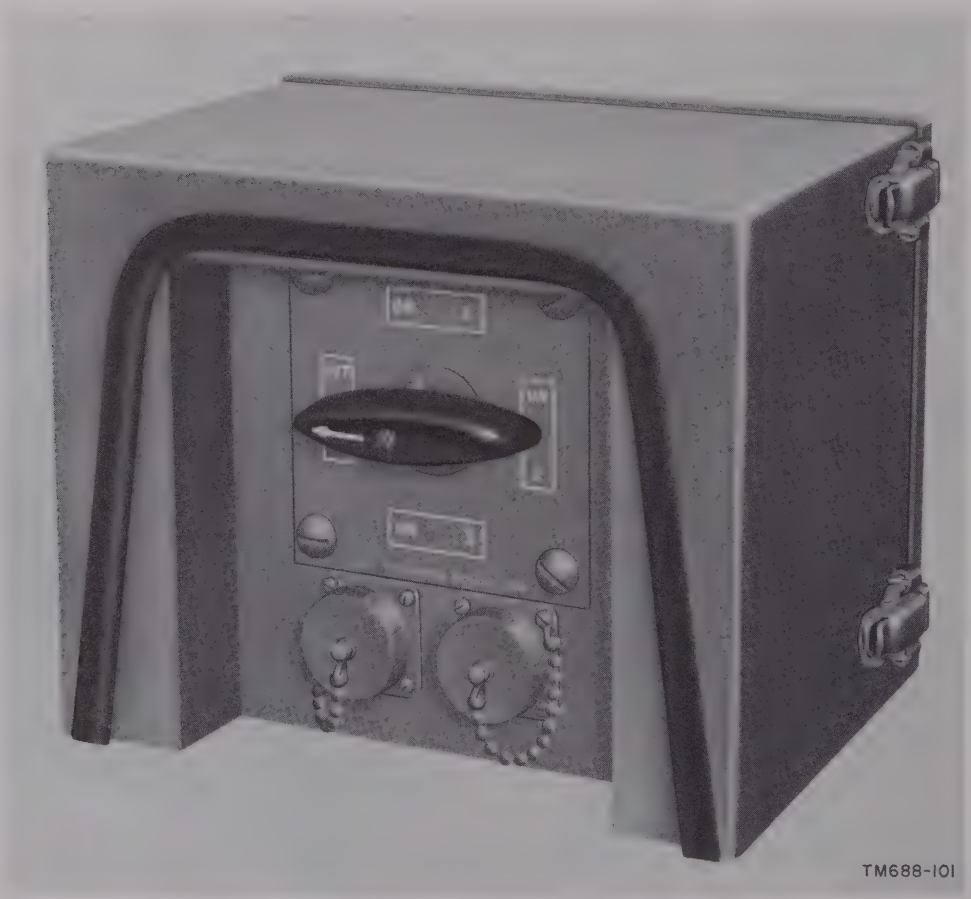

Figure 11. Switch Box SA–345/U.
16. Description of Switch Box SA–345/U (fig. 11)